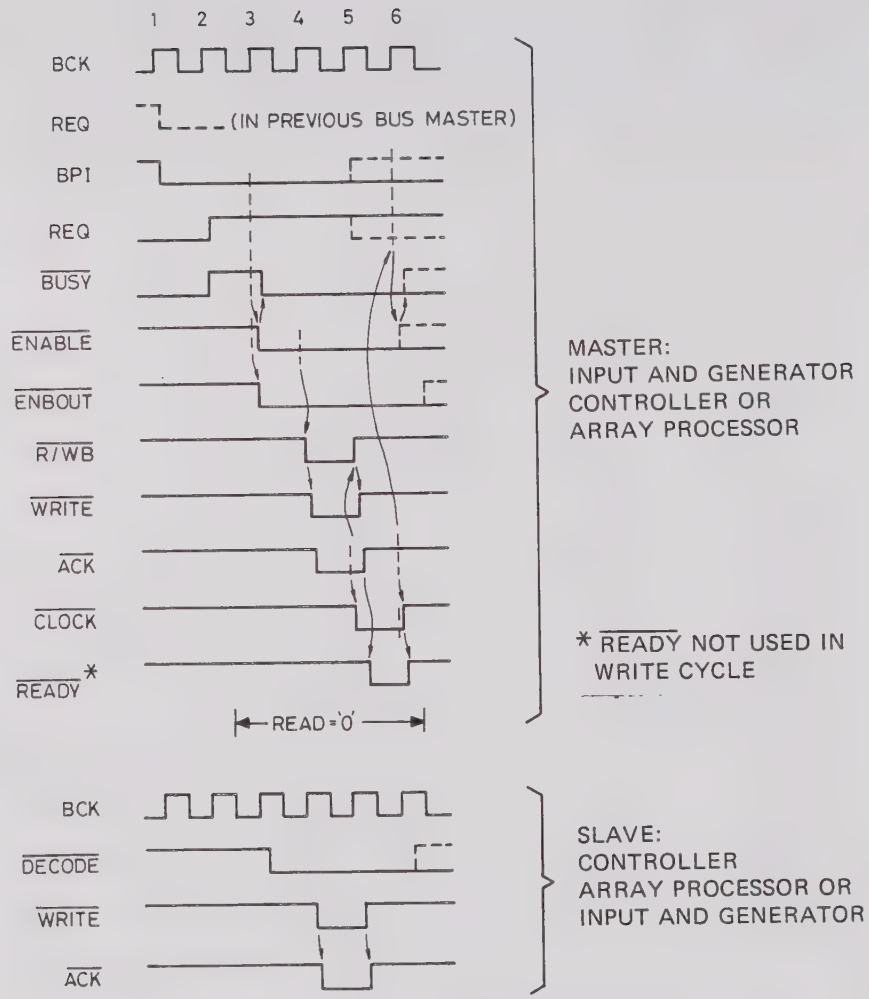

Fig 7.10 Write Cycle
The basic write cycle is shown in Fig 7.10. For all signals except BPI, REQ and BUSY the timing is always the same. The timing of BPI, REQ and BUSY can vary considerably, although, for a write cycle to occur, these signals must be in the states Lo, Hi and Hi respectively when the positive going edge of BCK(3) occurs. The basic write cycle applies to the following master-slave relations: